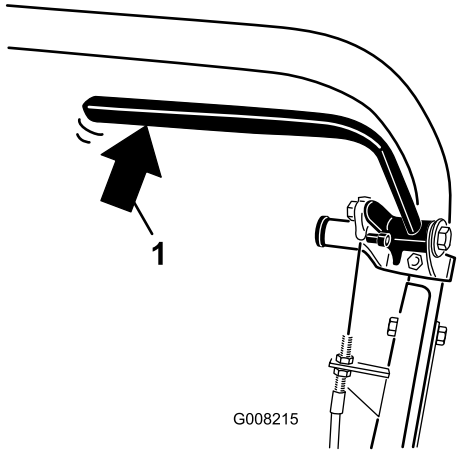

Figuur 32
2. Gebruik een weegschaal en druk de hendel van de bedrijfsrem in (Figuur 32). De parkeerrem moet loskomen als er 13,5 tot 18 kg kracht wordt uitgeoefend. Als de parkeerrem vrijkomt voordat er 13,5 tot 18 kg kracht wordt uitgeoefend, moet u de remkabel afstellen. Ga verder met stap 3.